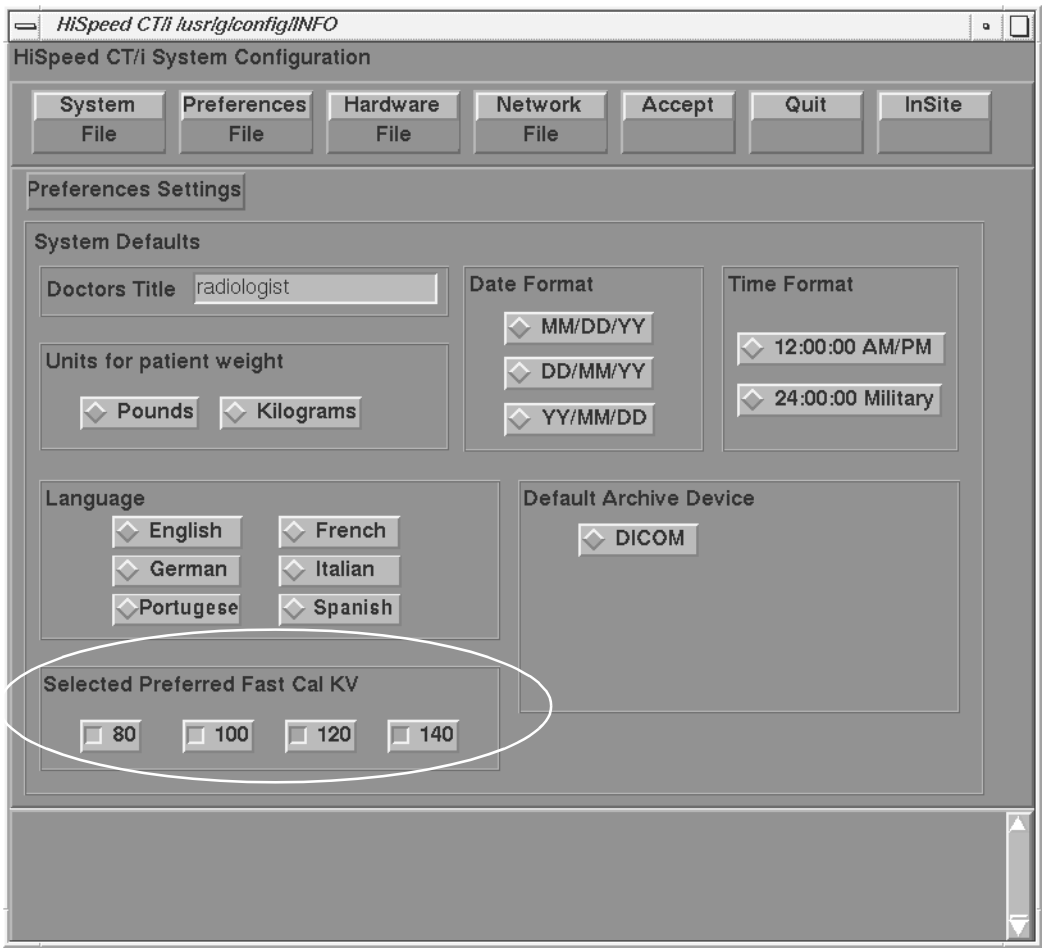

Figure 2-29 Preferences Setup Screen
6.) Select PREFERENCES. Refer to Figure 2-29. Make kV choices in the "`Selected Preferred FastCal kV`" area.